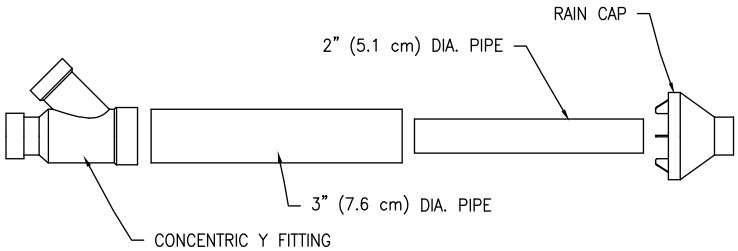
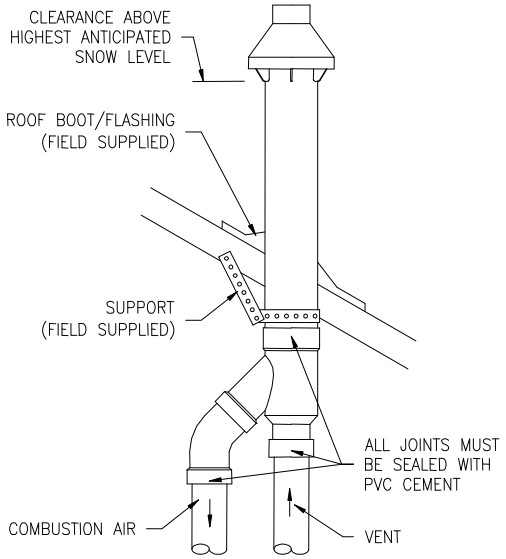

Figure 20. Concentric Vent Kit Part Identification
Figure 22. Concentric Vent Roof Top Attachment
a. Cement concentric Y fitting to larger diameter pipe. (See Figure 20).
6. Secure assembly to roof structure as shown in Figure 22 using field-supplied metal strapping or equivalent support material.
Ensure termination height is above the roof surface or anticipated snow level. See Figure 22.
8. Cement heater combustion-air and vent pipes to concentric Y fitting assembly (Figure 20). See Figure 22 for proper pipe attachment.
a. Cement Y concentric fitting to larger diameter kit pipe. (See Figure 20).